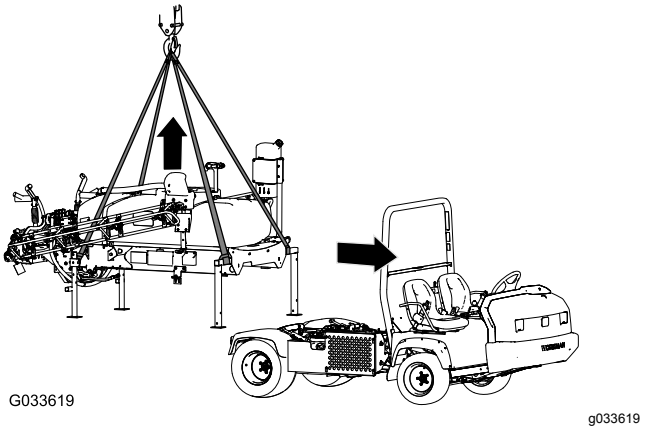

Figur 135
1. Senk bommene til ca. 45° og drei dem forover (Figur 135).
5. Fest løfteutstyret til de horisontale rørene på de fremre jekkstøttene og den vertikale tappen på de bakre jekkstøttene (Figur 135).
7. Løft gliderammen til tanken høyt nok til at den ikke berører maskinen lenger (Figur 135).